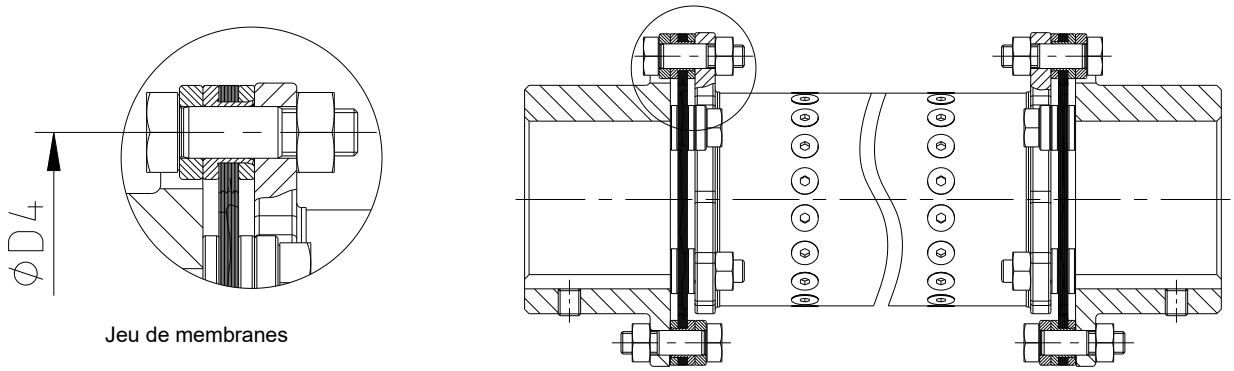

Fig. 5 : Montage des jeux de membranes RADEX®-N taille 70
- Monter les jeux de membranes et l'entretoise (voir fig. 5 et 6).
- Monter les composants d'abord manuellement et visser les vis calibrées mutuellement (voir fig. 5 et 6).